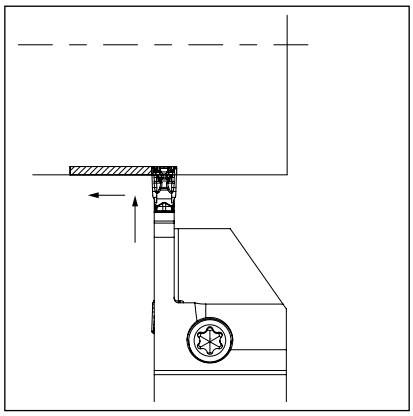

Abbildung 2
2. **Einstechtiefe unter 0,5 mm: Für das Schlichten – siehe Abbildung 2**